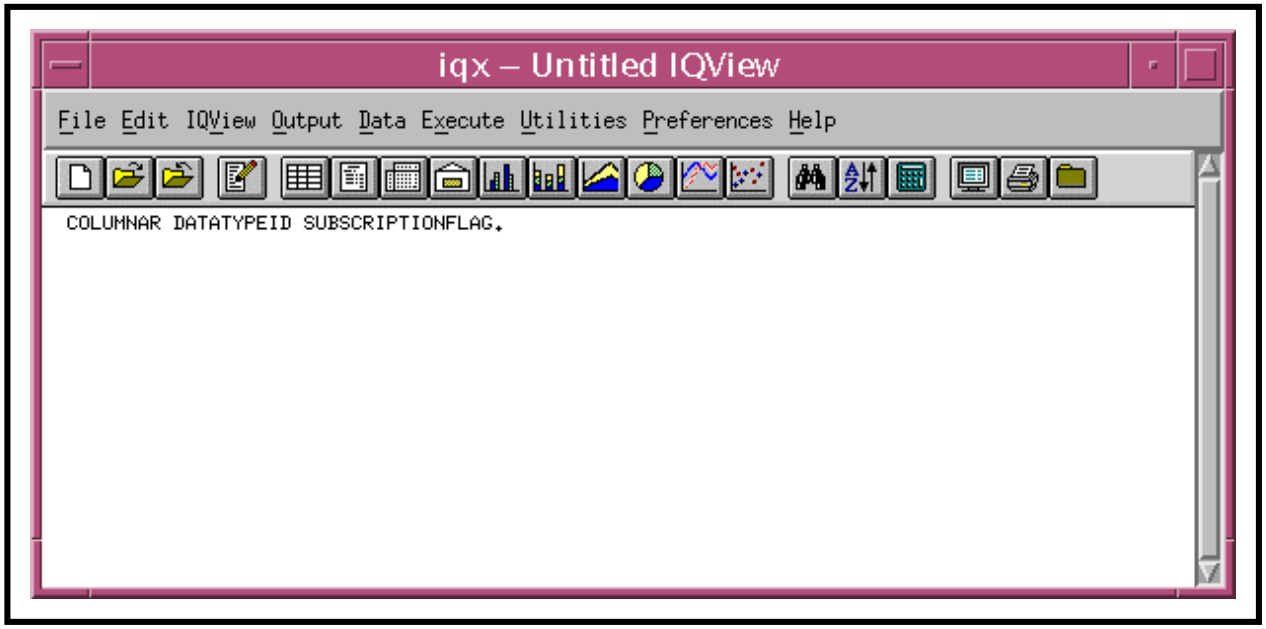

Figure 52. iqx IQView GUI
- *The iqx Columnar Output GUI (Figure 52) is displayed.*